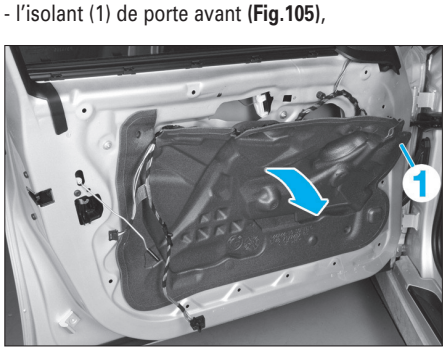

Fig. 105
- l'isolant (1) de porte avant **(Fig.105)**,